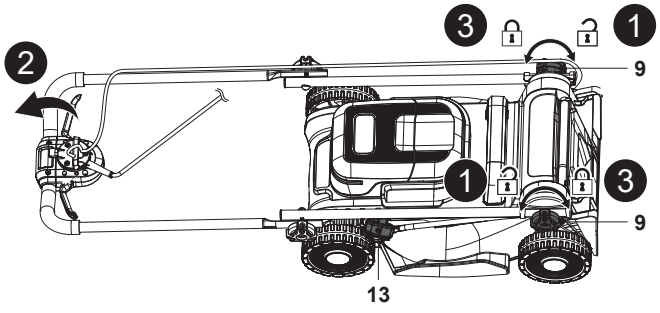

Fig. 20
- Retire el recogedor de hierba (8)/accesorio triturador (24).
- Sitúe la palanca de ajuste de la altura de corte (13) en la posición más baja.
- Afloje los dos mandos de bloqueo (9), pero no los quite; a continuación, pliegue por completo el conjunto del manillar (Fig. 20, pasos 1 y 2).
- Para fijar el conjunto y evitar que se despliegue cuando almacene el producto en posición vertical, gire los dos mandos de bloqueo (9) (Fig. 20, paso 3).